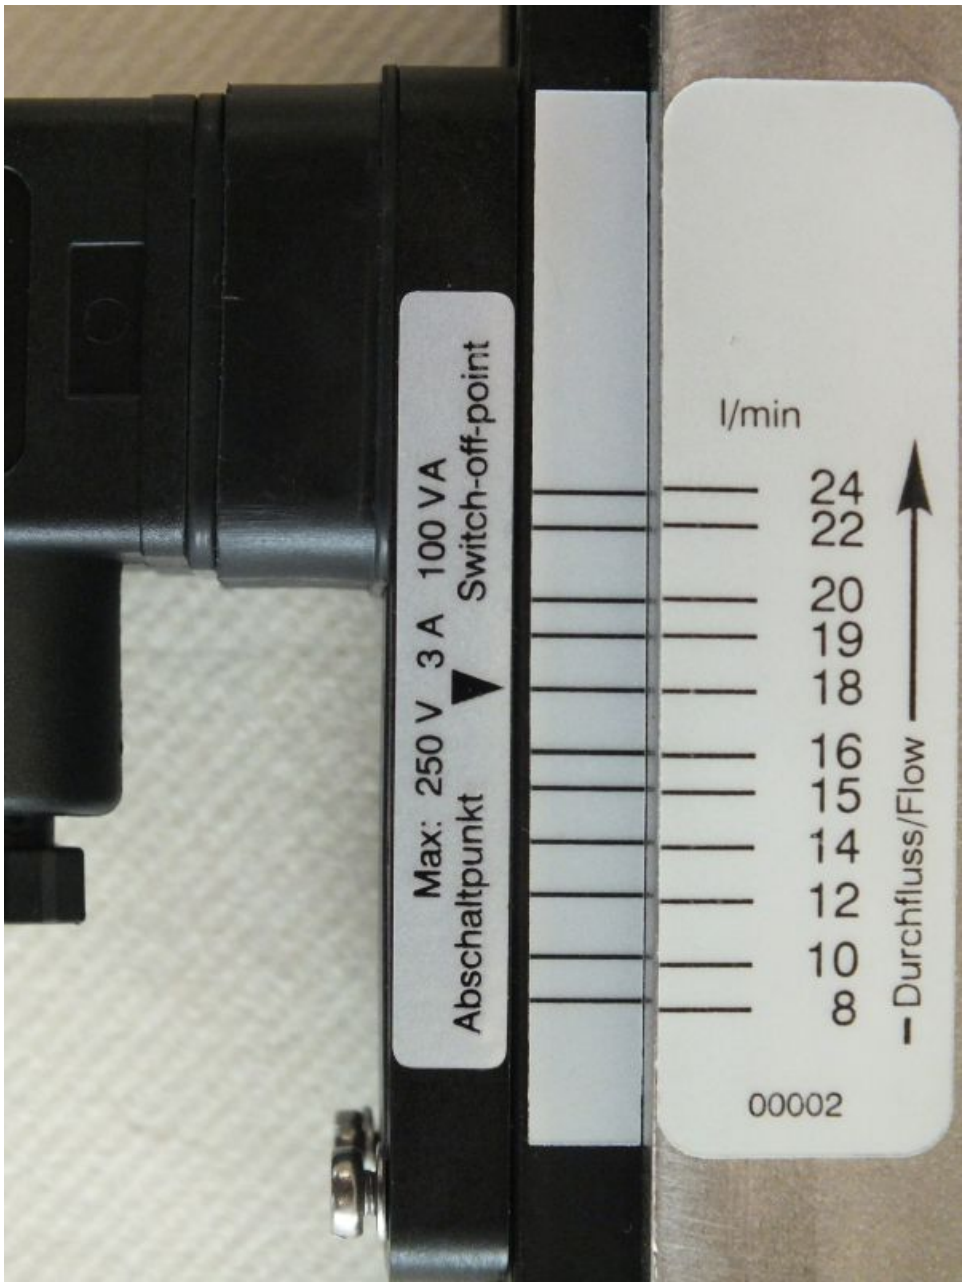

Abb. 39: Schaltwert ablesen (Beispielskala)
1. Darauf achten, dass der Einstellpfeil, der Skalenstrich des Zusatzetikettes (Führungsleiste) und der Skalenstrich der Körperskala in einer Flucht liegen (*Abb. 39*).